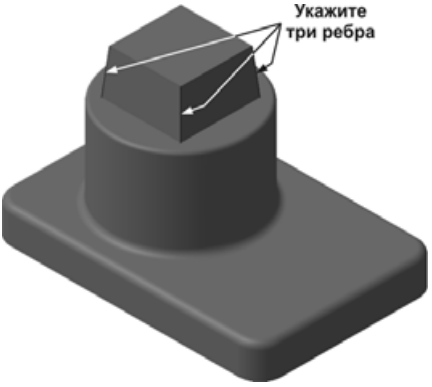

Рис. 2.78
- Еще раз нажмите кнопку **Скругление** и укажите три ребра на объемном элементе в форме усеченной пирамиды (рис. 2.78).